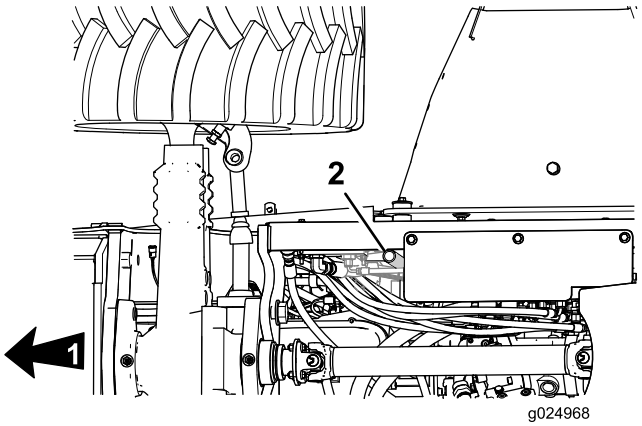

Figura 66
1. Inspeccione el tubo de ventilación del cárter (Figura 66) en busca de sedimentos, residuos o hielo dentro del tubo.